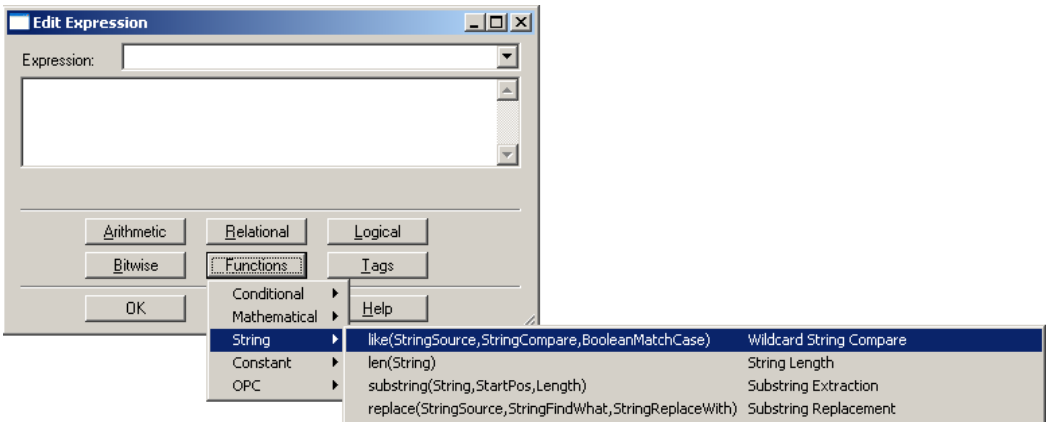

Figure L13.40 - Choosing the Like() Function
5. In the Expression Editor, choose Functions → String → like (StringSource, StringCompare, BooleanMatchCase) Wildcard String Compare, as depicted in Figure L13.40.